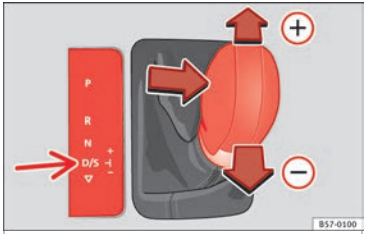

Fig. 169 Centre console: changing gears with tiptronic
– Move the selector lever forwards (+) to select a higher gear ››› **Fig. 169**.